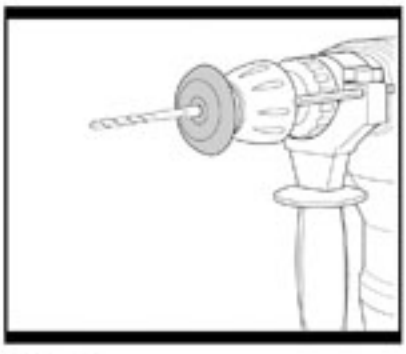

Fig. 9
10. CUBIERTA CONTRA EL POLVO (Fig. 9)